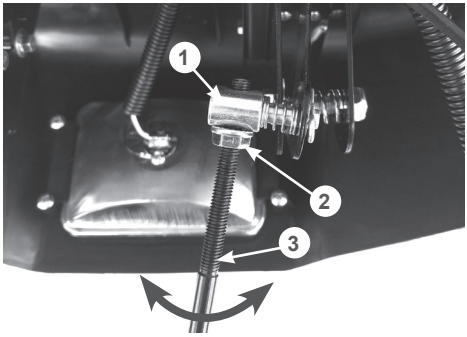

Рис. 19 Регулировка длины тяги рычага переключения передач
- если данное условие не выполняется, отсоедините нижний конец тяги переключения передач, ослабьте затяжку контргайки 2 на верхнем конце тяги 3 и произведите корректировку положения фрикционного колеса, выкручивая/закручивая тягу во втулку 1 крепления тяги (Рис. 19);